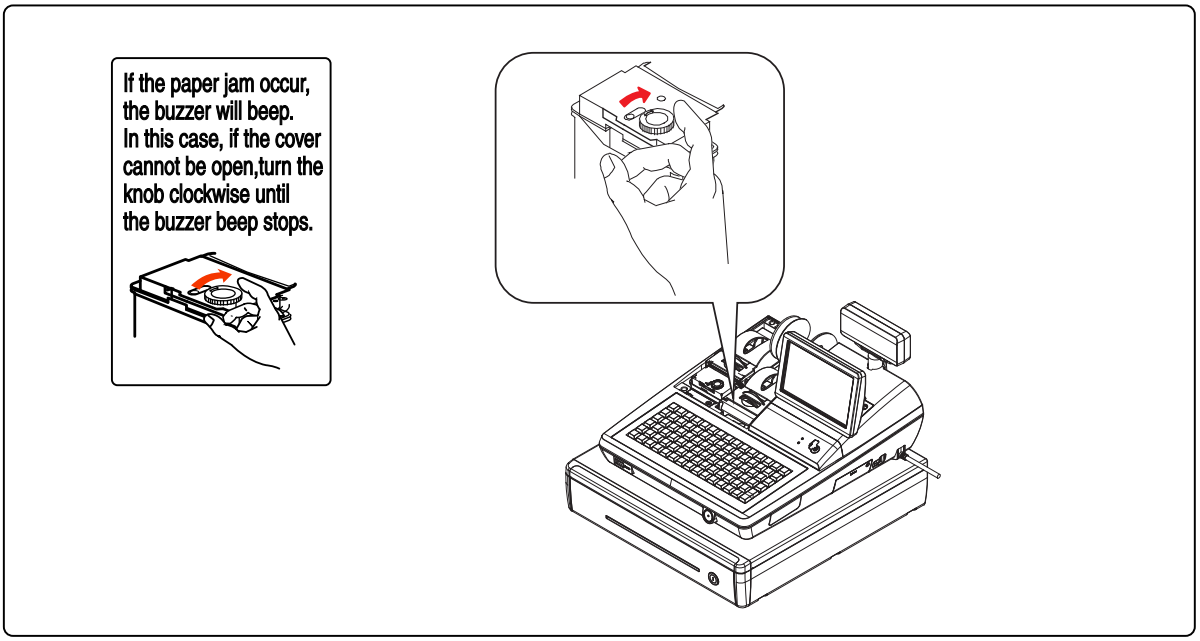

Figure 5-2 Removing Paper Jam (SPS-520)
1. Turn the ORANGE KNOB clockwise until the buzzer beep stops as illustrated Figure5-2.